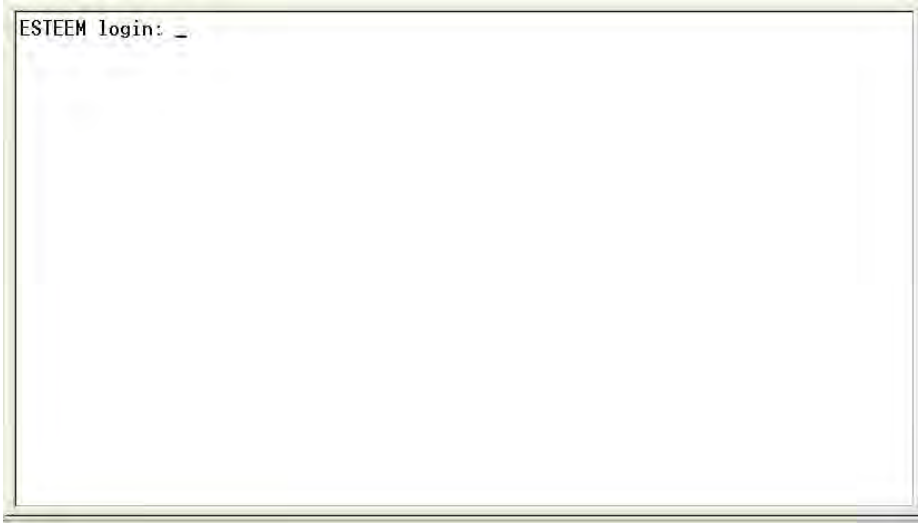

Figure 1: RS-232 Port Log-in Screen
5. Press the Enter key and you will be at the Configuration Menu Horizon login prompt. See Figure 1.